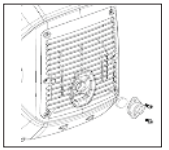

Рис. 27
- Когда глушитель остынет, ослабьте винты на выходе глушителя. и снимаем искрогаситель (*Рис. 27)*